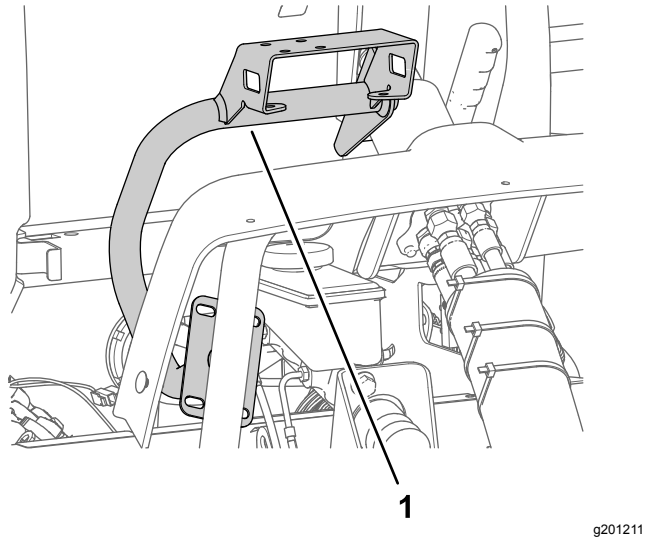

Rysunek 160
1. Umieść mocowanie monitora w maszynie w sposób pokazany na Rysunek 160.